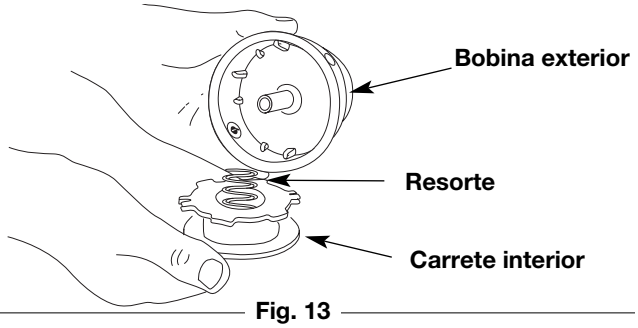

Fig. 13
2. Saque el carrete interior de la bobina exterior (Fig. 13).
3. Saque el resorte del carrete interior (Fig. 13).
2. Saque el carrete interior viejo de la bobina exterior (Fig. 13).
3. Saque el resorte del carrete interior viejo (Fig. 13).